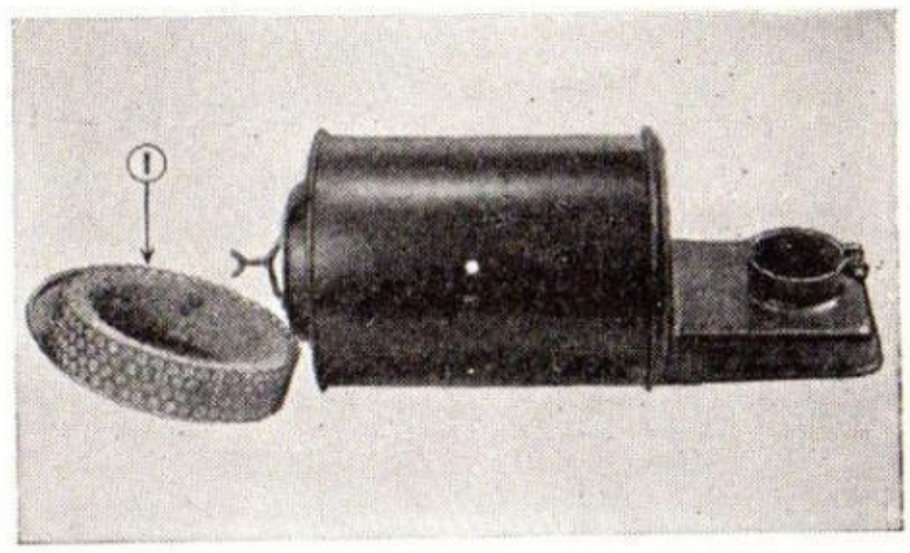

Fig. 21
AIR CLEANER—REGULAR—Fig. 21: Every 2000 miles, or more frequently if operated under dusty conditions, remove filter element (1) on Fig. 21 and wash in gasoline. Allow filter to dry and then re-oil with engine oil. Drain off excess oil and reassemble.